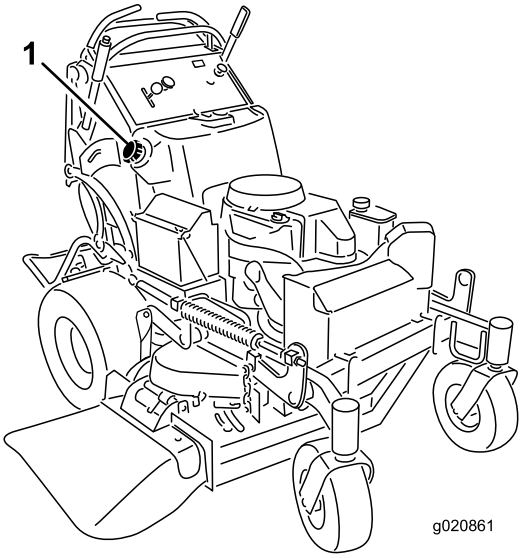

Figur 49
5. Brug håndpumpen til at tappe brændstoffet over i en ren brændstofdunk (Figur 49).